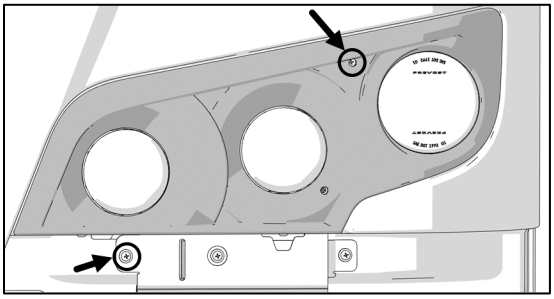

**FIGURE 77: HEADLAMPS ASSEMBLY FIXING SCREWS**
2. Unfasten the two screws (Figure 77) fixing the headlamps assembly then tilt the headlamps assembly down.
1. Unfasten the two screws (Figure 77) fixing the headlamps assembly and then tilt the headlamps assembly down.
1. Remove the two screws (Figure 77) fixing the headlamps assembly and then tilt the headlamps assembly down.